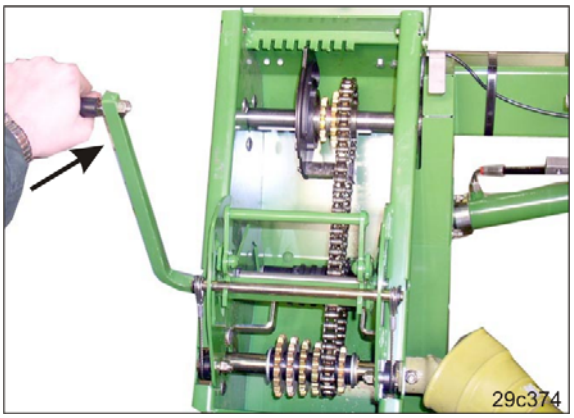

Fig. 85
Den Kettenspanner mit der Abdrehkurbel (Fig. 85) entspannen.
4. Die Abdrehkurbel (Fig. 85) so weit drücken, bis der Bolzen (Fig. 86/1) in der Aussparung (Fig. 86/2) einrastet.